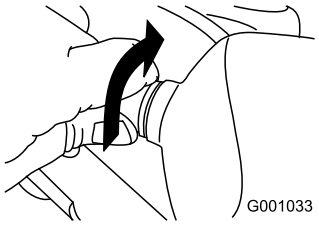

Figur 58
2. Vrid lampsockeln motsols tills det tar stopp (Figur 58).